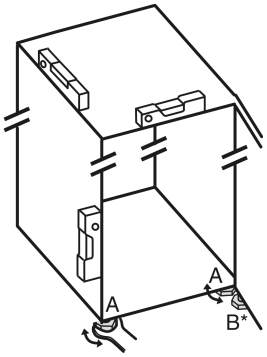

Fig. 6
- ▶ Unscrew the adjustable feet *Fig. 6 (A)* using the enclosed open-end spanner and a spirit level until the appliance is firmly aligned and level.
- ▶ Unscrew the adjustable foot *Fig. 6 (B)* on the swap bearing block with the enclosed open-end spanner until it rests on the floor.
- ▶ Turn the adjustable foot *Fig. 6 (B)* 90° further.